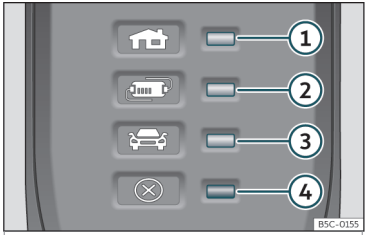

Fig. 197 Nel cavo di ricarica per prese di corrente: Spie di controllo del dispositivo di protezione.
››› **fig. 197**:
Il dispositivo di protezione elettronico ››› **fig. 197** fa sì che il connettore di ricarica rimanga senza corrente finché non si inserisce nella presa di ricarica del veicolo.
Una o più spie di controllo››› **fig. 197** ①, ② o ③ si accendono in verde.
Indicazione ››› fig. 197	Significato
Se la spia di avvertimento ④ rossa lampeggia o si accende senza una spia di controllo costante››› **fig. 197** ①, ② o ③ l'indicatore di funzionamento, si è verificata un'avaria.